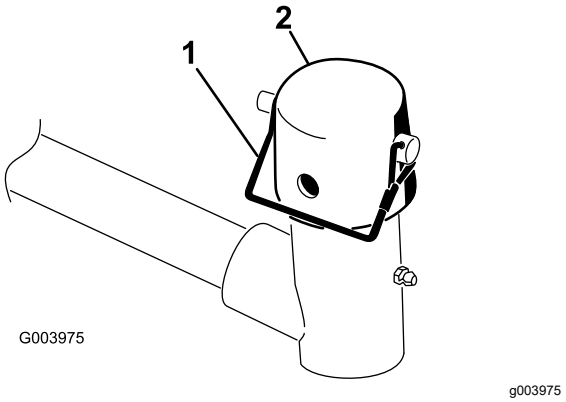

Figur 6
8. Fjern låsestiften og hætten fra løftearmens drejegaffel (Figur 6).